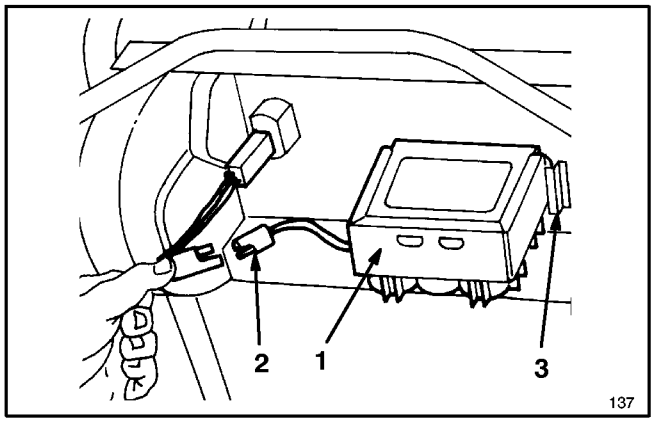

Abbildung 27
1. Den Motor abstellen und die Kabel von der Batterie trennen (Abb. 27).